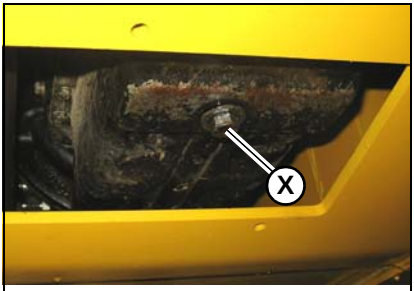

Figure 94 – Engine Oil Drain Plug
4. **All machines except model R165:** Remove the rear belly pan to access engine oil drain plug (X, Figure 94).